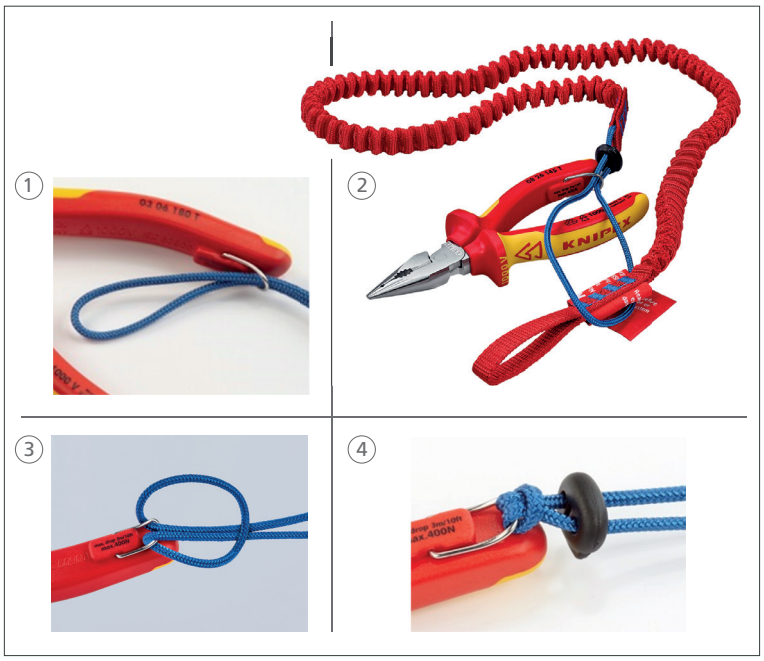

fig. 8: Anbindung mittels Schleife
- KNIPEX-værktøjer med et fastgørelsespunkt skal fastgøres ved hjælp af en løkke (fig. 8).
Fastgør den anden ende af sikkerhedslinen til et passende og pålideligt forankringspunkt ved hjælp af en løkke eller karabinhage (se kapitel 4.1.3, fig. 8 og 4.1.4).